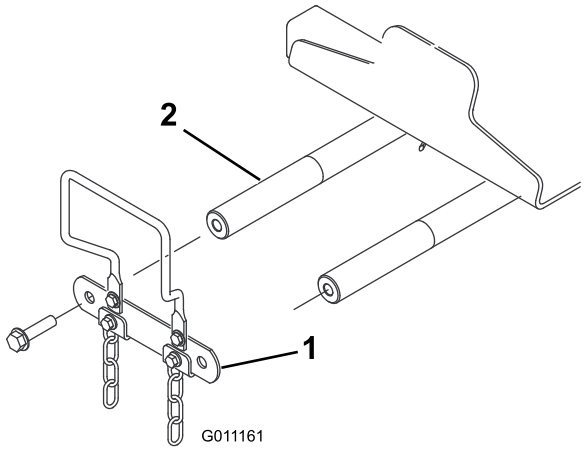

Figura 13
1. Retire los 2 pernos que fijan la pletina de unión de los ejes pivotantes de los brazos de elevación a los ejes pivotantes de los brazos de elevación, y retire y guarde la pletina de unión y los pernos (Figura 13).